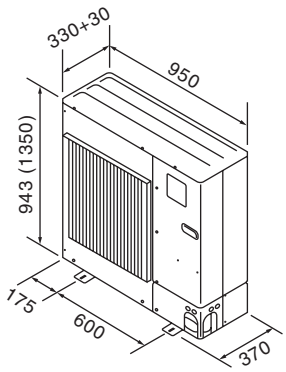

Fig. 2-2
2.3. Udvendige mål (Udendørs enhed) (Fig. 2-2)